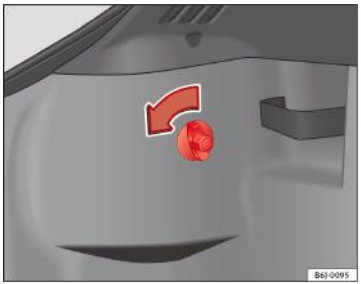

Fig. 161 Accesul la lămpile spate
– Rotiți şurubul în sensul săgeții, cu mâna sau cu o şurubelniță ⇒ fig. 161.
– Scoateți conectorul din carcasa Ⓐ ⇒ fig. 161.